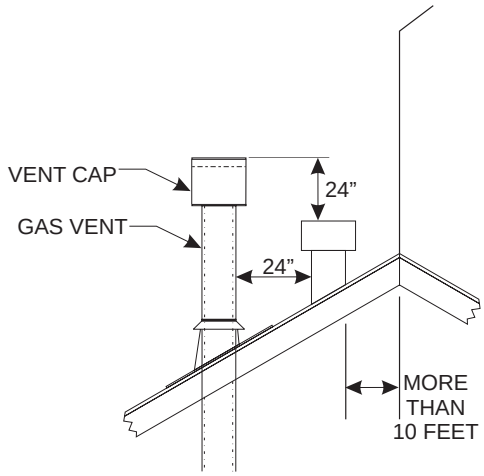

**Figure 55A**
**Major U.S. building codes specify minimum chimney and/or vent height above the roof top. These minimum heights are necessary in the interest of safety. These specifications are summarized in Figures 55A and 55B.**